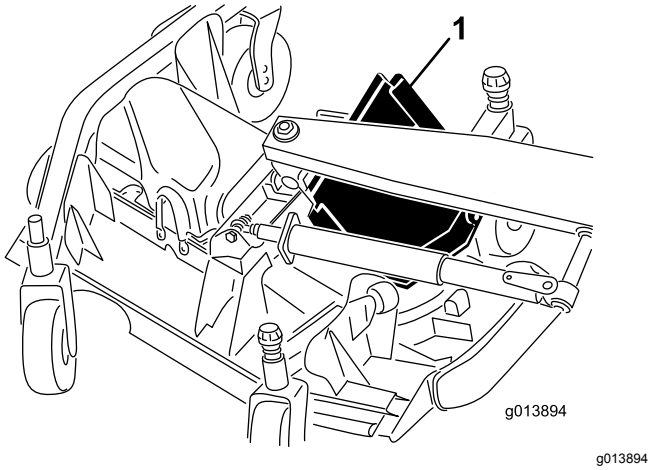

Figur 68
6. Lyft upp framkanten och ta bort den genom att föra den mellan lyftarmen och valsen (Figur 68).